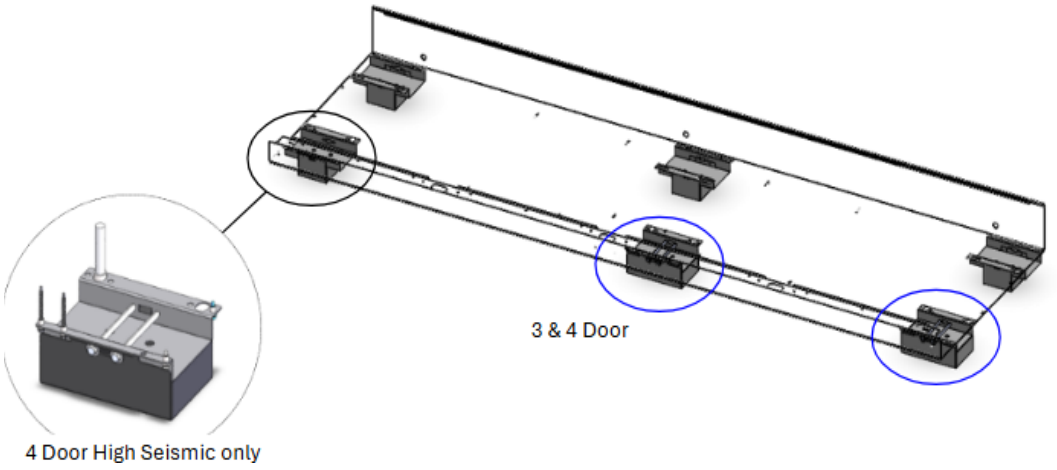

FIGURE 27: Expansion Base Assembly 5- and 6-Door
3. Place the Seismic Expansion Base beneath the installed base, ensuring it is oriented flush and aligned at the right end (**See Figure 25**, **Figure 26**, and **Figure 27**).